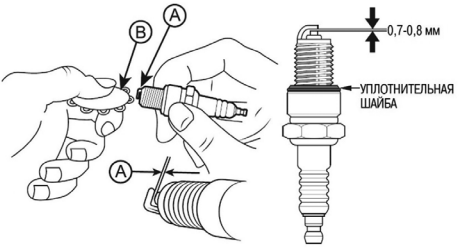

Рис. 23 Обслуживание свечи зажигания
4. Измерьте зазор А между электродами свечи зажигания специальным щупом В. Зазор должен быть 0,7-0,8 мм (Рис. 23). При увеличении или уменьшении требуемого зазора, рекомендуется заменить свечу, так как регулировка зазора может привести к изменению качества искрообразования.